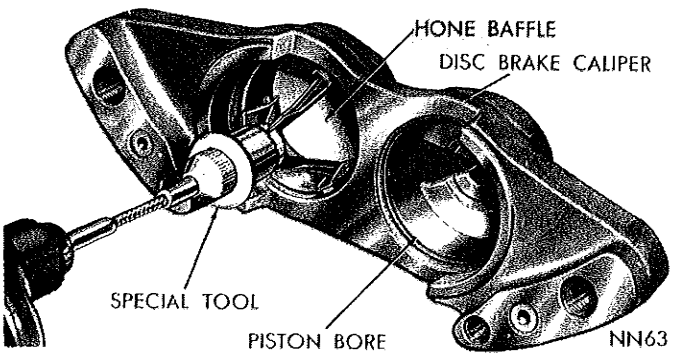

*Fig. 11—Honing Piston Bore*
**When using hone C-3993 (Fig. 11) be sure and install the hone baffle before honing bore. The baffle is used to protect the hone stones from damage.**